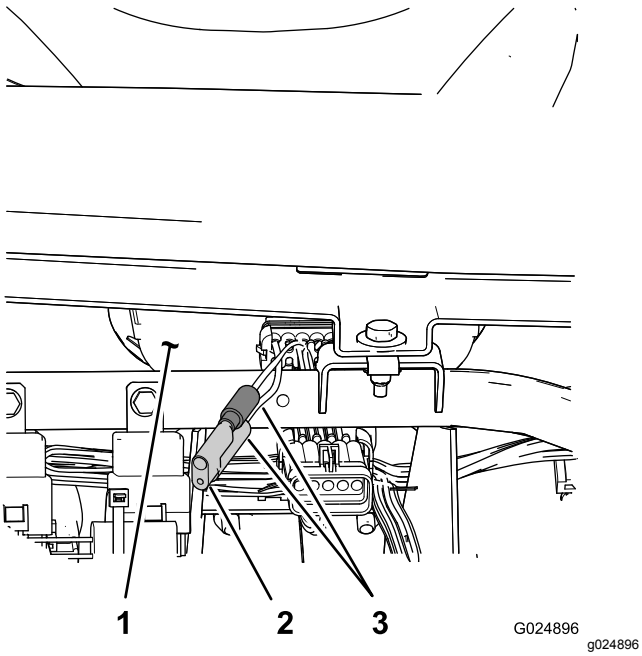

図 78
3. 速度計近くにある接続されていないワイヤ2本を探す図 78。
4. コネクタプラグをハーネスワイヤから外して、2本のワイヤをいっしょに接続する図 78。